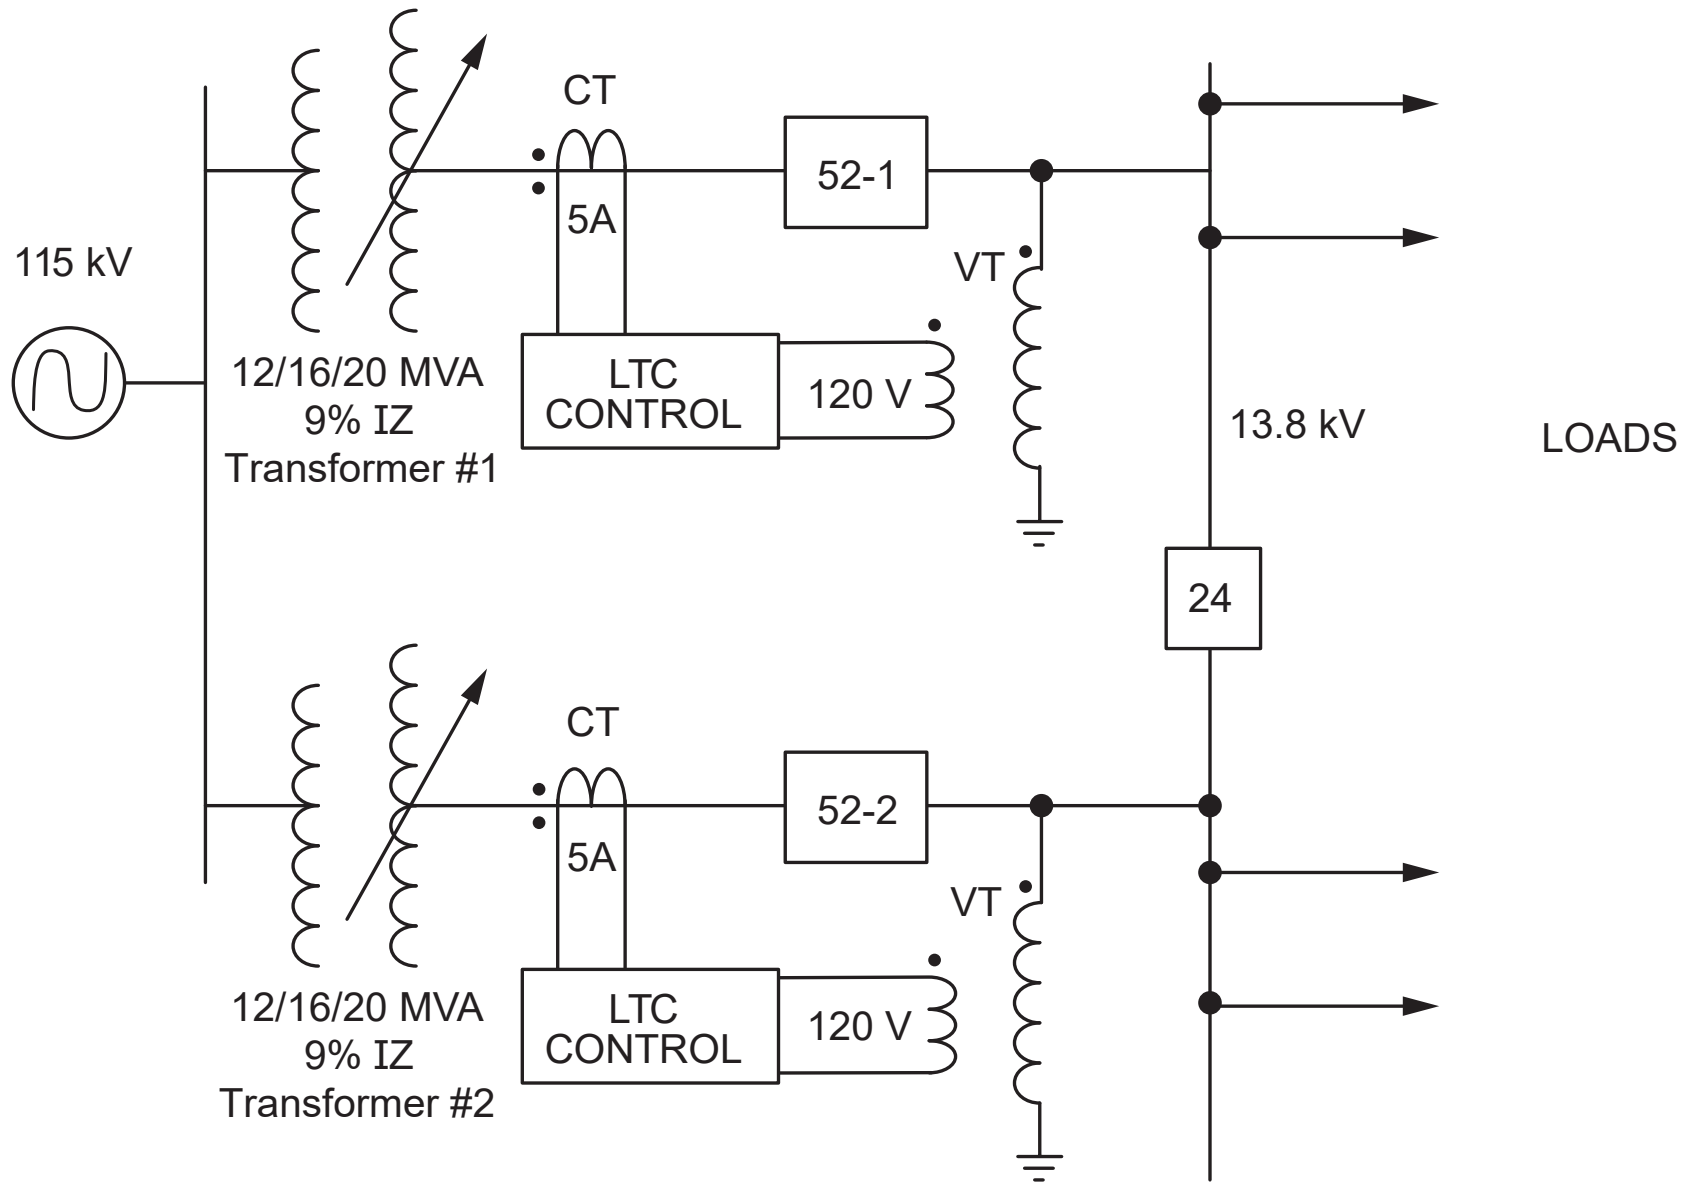

Figure C-1 System Example for Study of LTC Transformer Paralleling
A very common system example is illustrated in Figure C-1. There are two LTC transformers (12/16/20 MVA, 115 kV to 13.8 kV ±10% in 5/8% steps) which are to be operated in parallel with each other. Each transformer has an impedance of 9% and includes current transformers (CT) with ratios of 1000:5 A. The associated voltage transformers (VT) are rated for 120 V at the secondary, when the system voltage is exactly 13.8 kV.